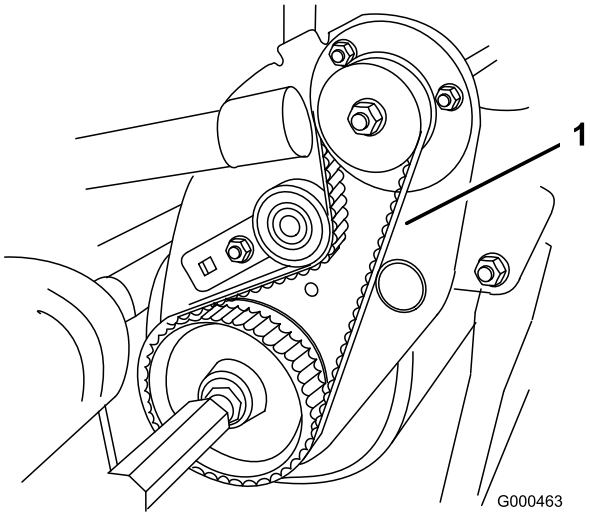

Figure 45
2. Contrôlez la tension de la courroie en exerçant une force de 1,8 ± 0,5 kg à mi-distance entre les poulies (Figure 45). La courroie doit présenter une flèche de 4,8 à 7,9 mm. Si ce n'est pas le cas, passez à l'étape suivante.